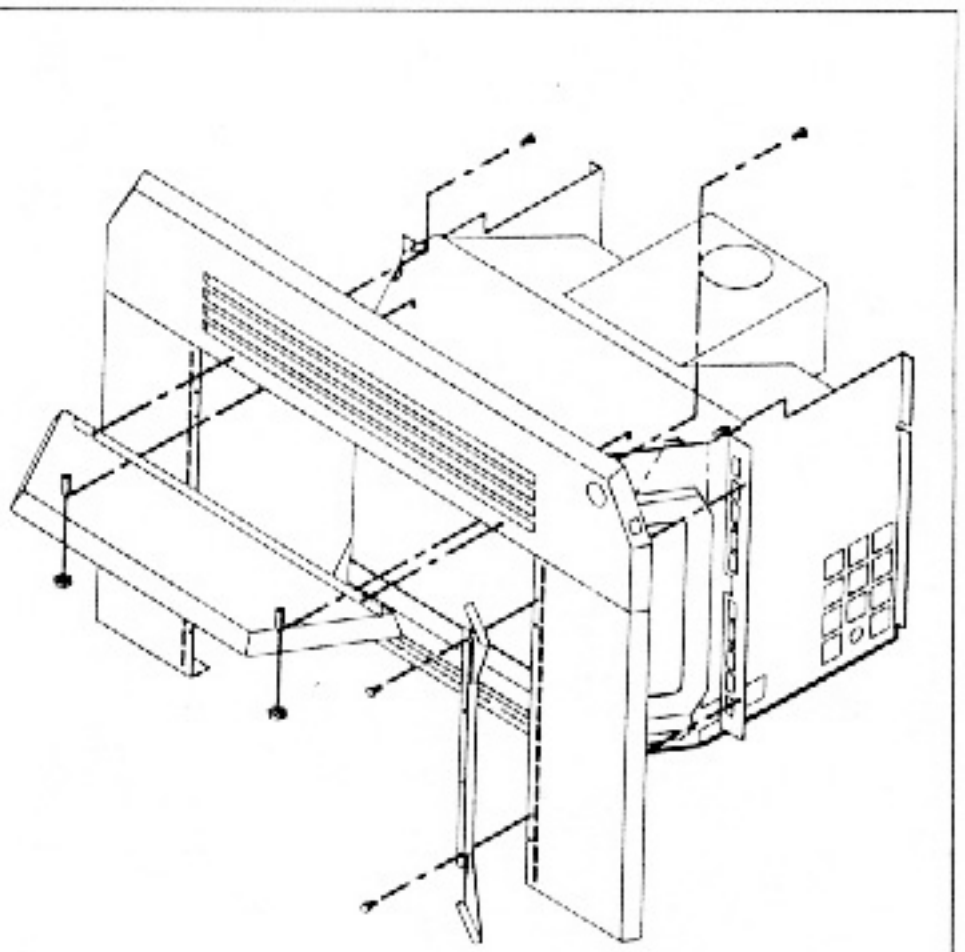

Figure 4
8. Remove the hinged side flaps from the panel mounting brackets on each side of the unit (see figure 4).